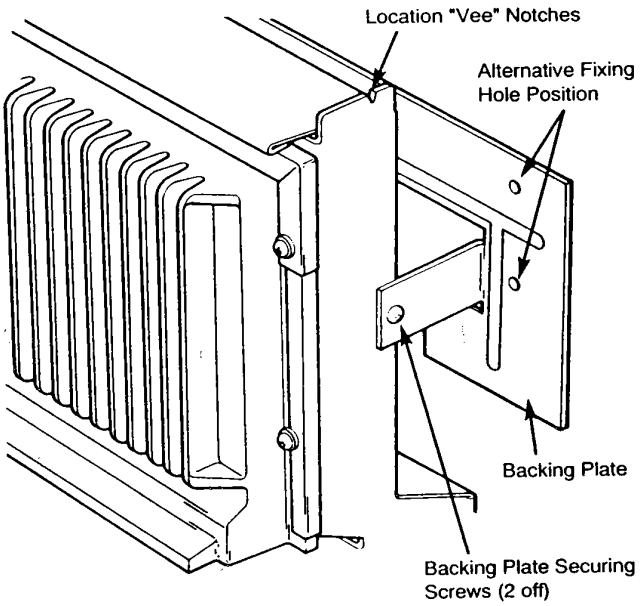

Fig. 5 Backing Plate
1. Fit the fire backing plate to the fire using the M5 x 8mm thread forming screws provided (Fig.5).
3. Mark the position of the most suitable pair of securing holes in the fire backing plate (Fig.5) and remove the fire. Drill and plug the wall with suitable plugs. Replace the fire and secure to the wall with suitable fixing screws.
3. Mark the position of the most suitable pair of securing holes in the fire backing plate (Fig.5) and remove the fire. Drill and plug the wall. Replace the fire and secure to the wall with the two fixing screws provided.
(b) Lift the outercase over the heat exchanger and locate the two 'vee' notches in the top of the case into the 'vee' notches at the top of the inner case (Fig.5).